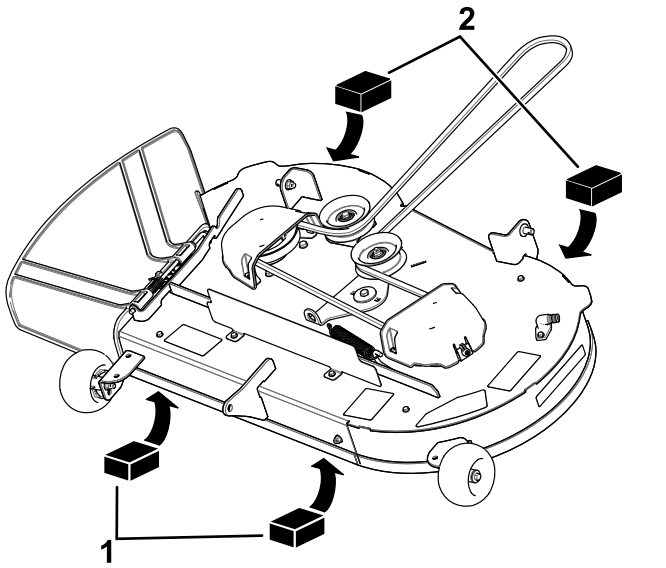

Figur 71
4. Lägg två klossar, var och en med en tjocklek på 6,6 cm, under var sida av klippdäckets framkant, men inte under antiskalvalsens fästen (Figur 71 eller Figur 72).
5. Lägg två klossar, var och en med en tjocklek på 7,3 cm, under klippdäckskjolens bakkant, en på var sida av klippdäcket (Figur 71 eller Figur 72).